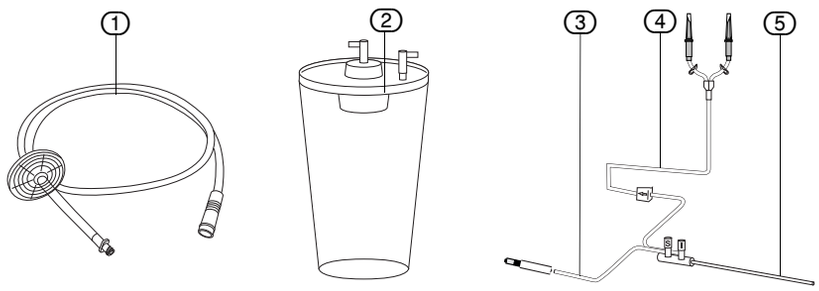
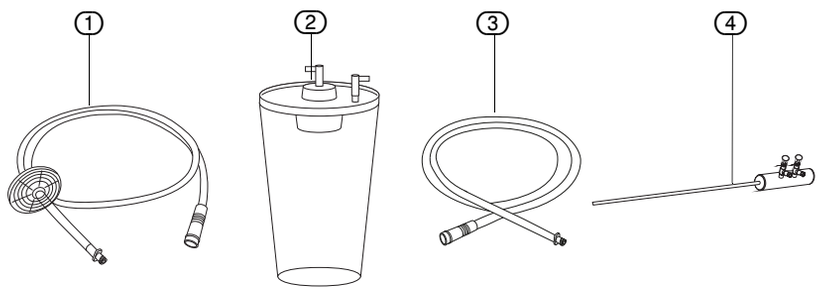

Fig. 5-14 Système d'aspiration avec instrument d'aspiration/d'injection
Fig. 5-15 Système d'aspiration avec instrument standard
1. Retirer la Tubulure d’irrigation ④ de l’instrument ⑤ (voir Fig. 5-14 "Système d'aspiration avec instrument d'aspiration/d'injection" ou Fig. 5-15 "Système d'aspiration avec instrument standard").
2. Retirer le récipient d’aspiration ③ de la tubulure d’irrigation ④.
3. Retirer la tubulure sous vide ① du récipient d’aspiration ③.
4. Retirer le filtre d’hygiène de la tubulure sous vide ①.